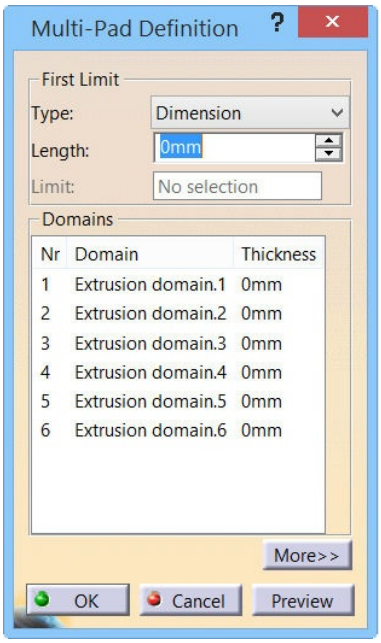

Figure 5-85 *The* ***Multi-Pad Definition*** *dialog box*
b. Using the **Multi-pad** tool, create the solid, as shown in Figure 5-85 by specifying different distances.
2. Select the sketch; the **Multi-Pad Definition** dialog box is displayed, as shown in Figure 5-85.